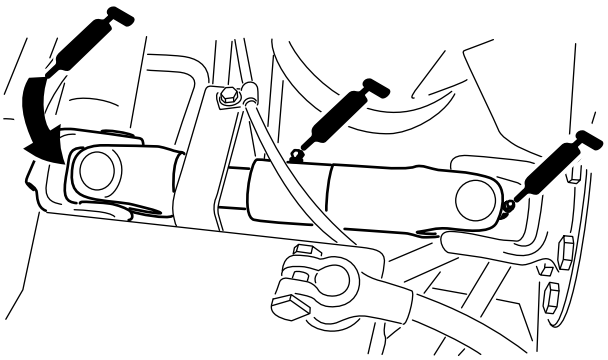

Figura 44
- Cardán del árbol de transmisión de la bomba (3) (Figura 44)